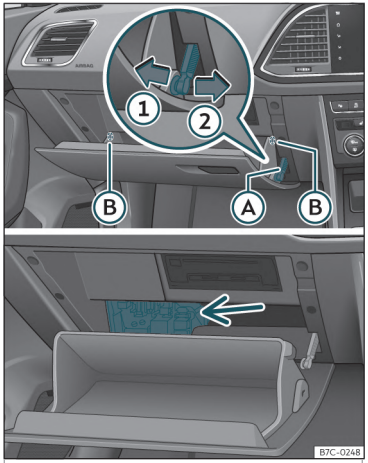

Fig. 46 Torpedoul (cu volan pe dreapta): accesul la cutia de siguranțe.
• Desfaceți limitatorul de deschidere››› **fig. 46** Ⓐ în 2 faze: mai întâi, deblocați limitatorul trăgând de acesta (săgeata ①) și apoi deplasați-l ușor spre dreapta (săgeata ②). Demontați ghidajul când capacul se află în poziția normală de deschidere (30°).